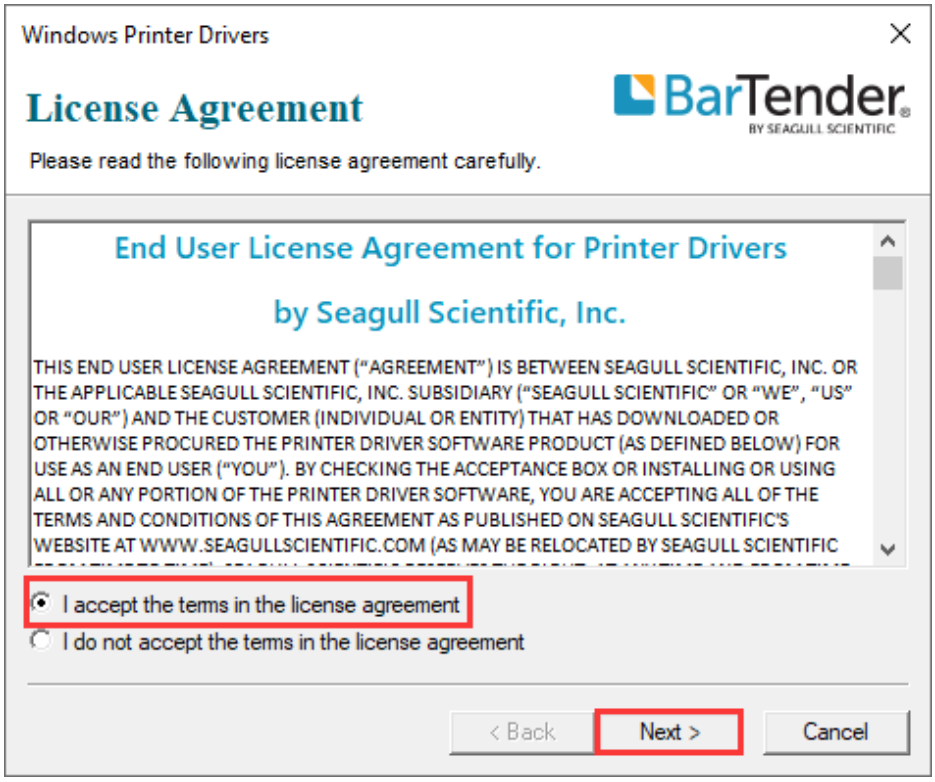

Figure 2-20 License Agreement Screen
3. Double-click the printer driver icon to bring up the "License Agreement" screen. Select "I accept the Items in the license agreement", then click "Next", as shown in Figure 2-20.